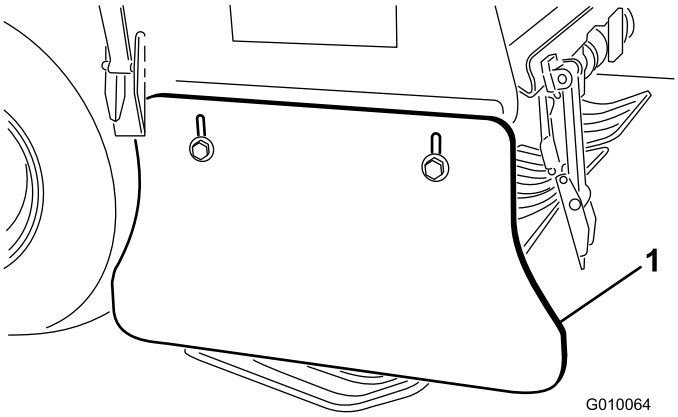

**Figur 63**
1. Løsne boltene og mutterne som fester sidebeskyttelsen til rammen (Figur 63).